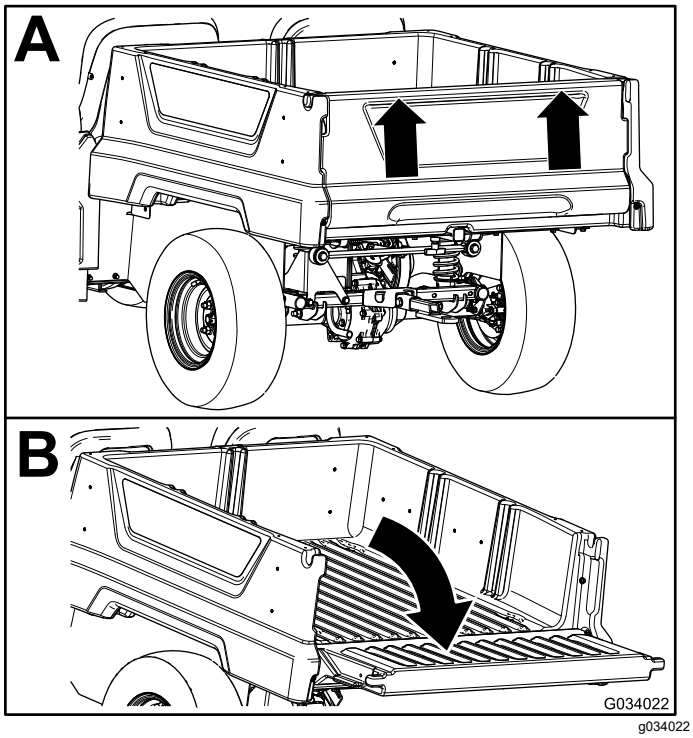

Figur 17
2. Bruk begge hender til å heve baklemmen med kanten nær toppen av baklemmen (Figur 17).
3. Senk baklemmen til den er i samme høyde som bunnen av lasteplan (Figur 17).